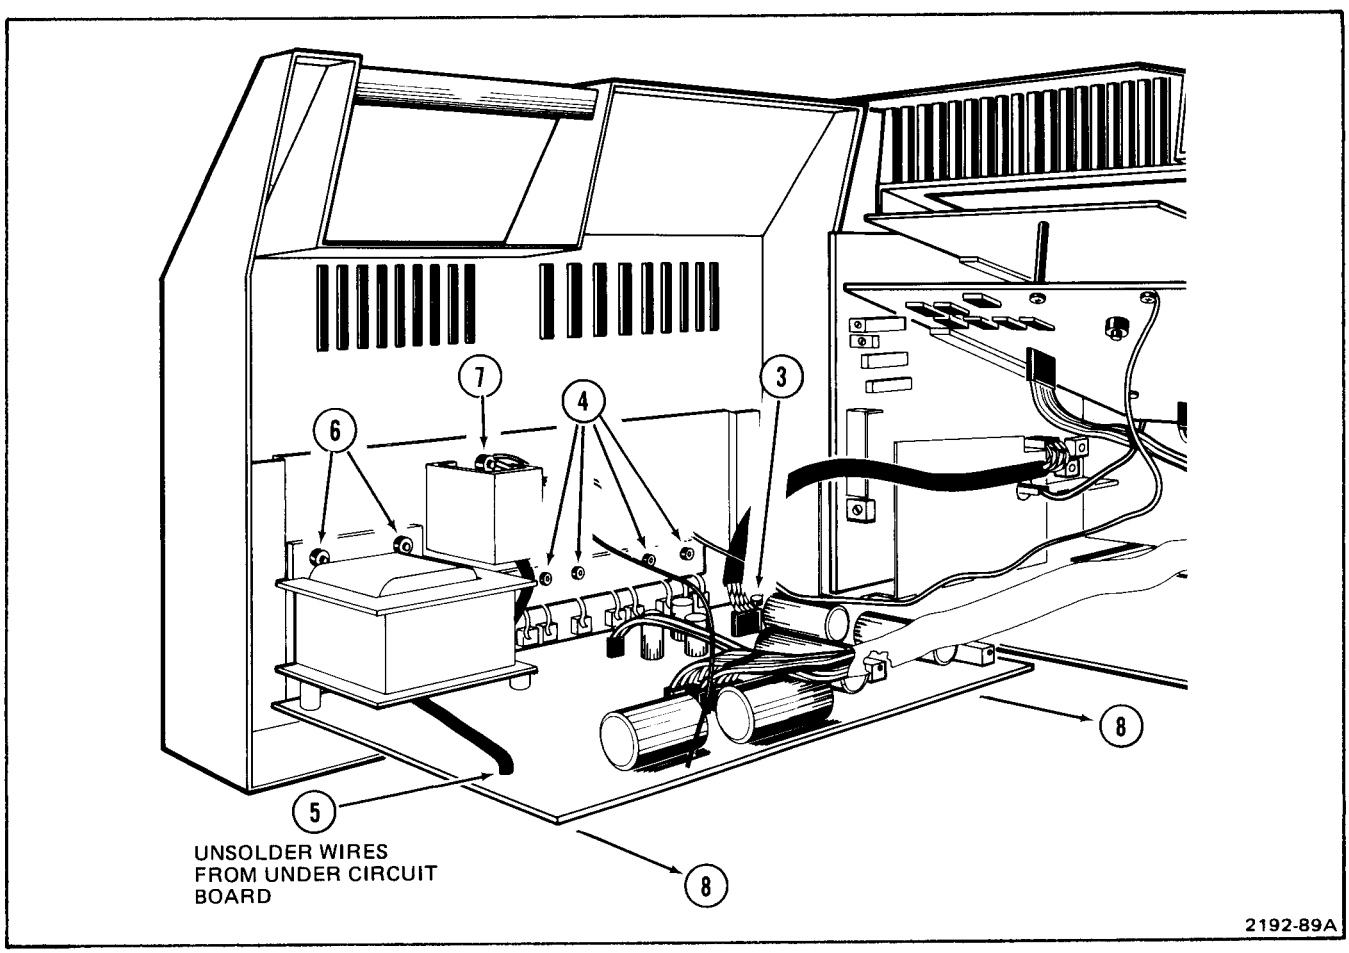

Fig. 5-10. Power Supply board removal.
3. Remove one screw from corner of Power Supply board opposite power transformer (see Fig. 5-10).